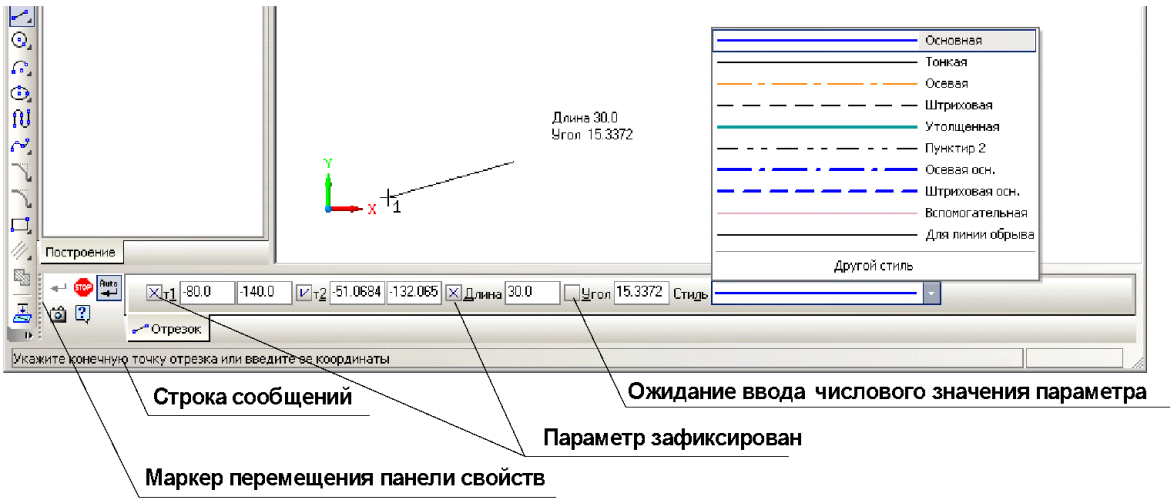

Рис. 2.6. **Панель свойств** инструмента **Отрезок**.
1.7. Нажмите кнопку-команду **Отрезок**  и переместите курсор в окно документа: курсор принимает вид подсказки: . В нижней части окна системы появляется прикрепленная **Панель свойств** инструмента **Отрезок**, в полях которой отображается информация об отрезке (рис. 2.6).